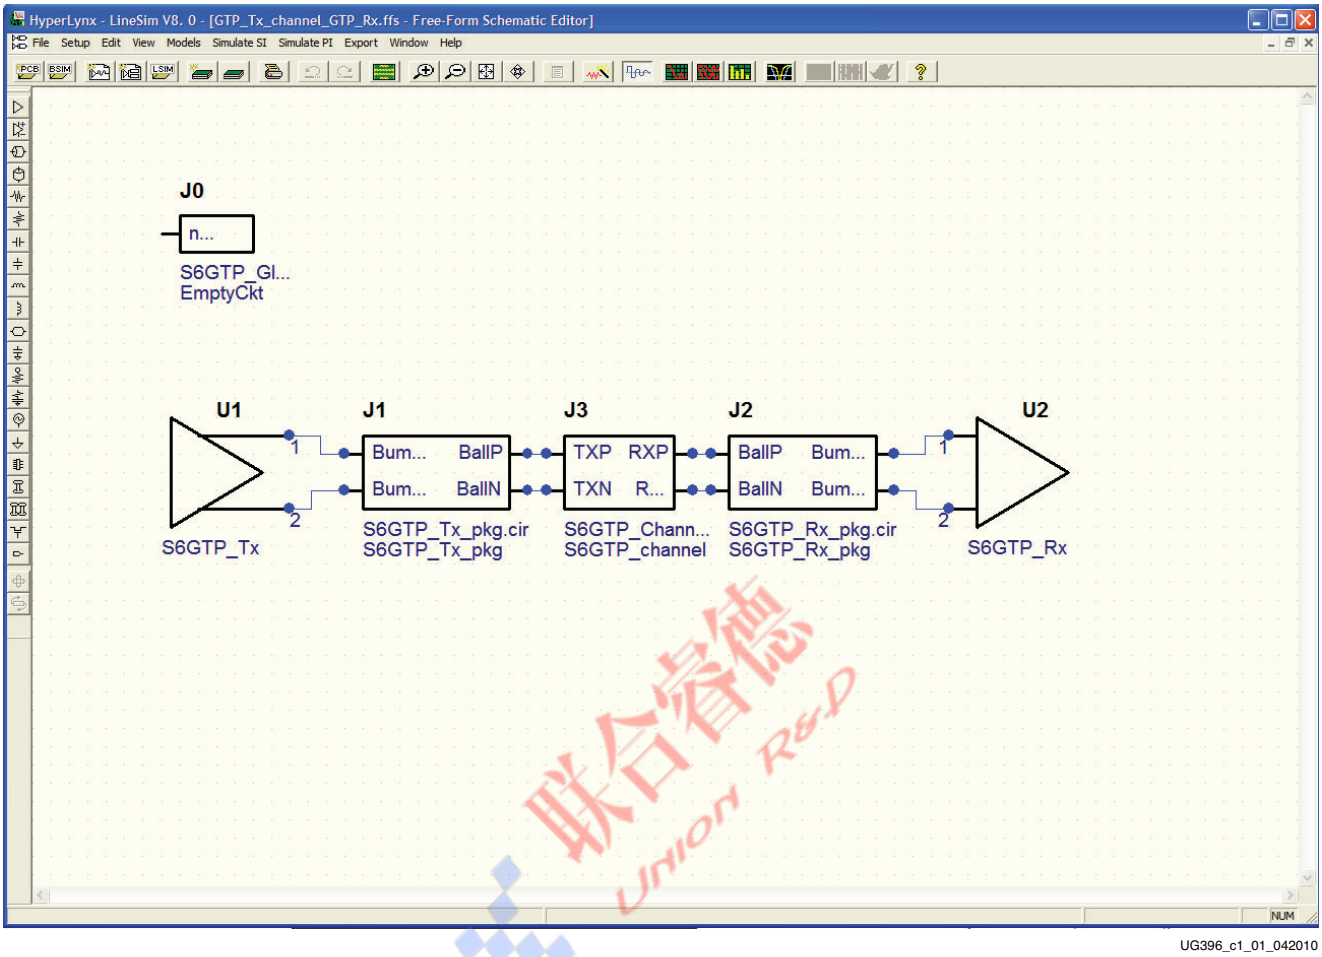

Figure A-2: **J0 Symbol**
2. What is the J0 symbol on the schematic screen (Figure A-2)?